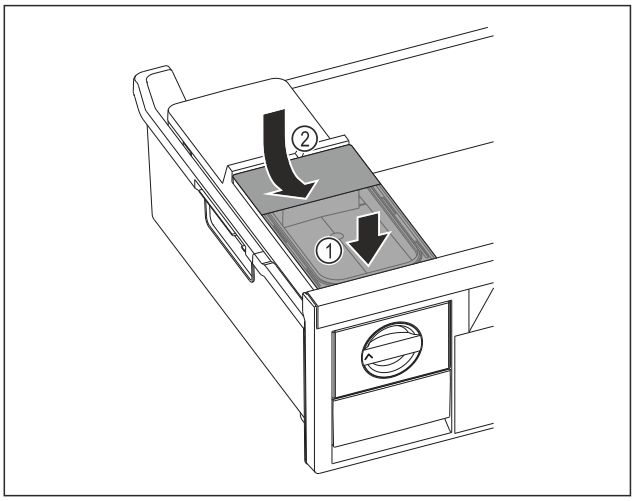

Fig. 162
▶ Colocar el depósito de agua por delante. *Fig. 162 (1)*
▶ Bajar el depósito de agua por detrás. *Fig. 162 (2)*